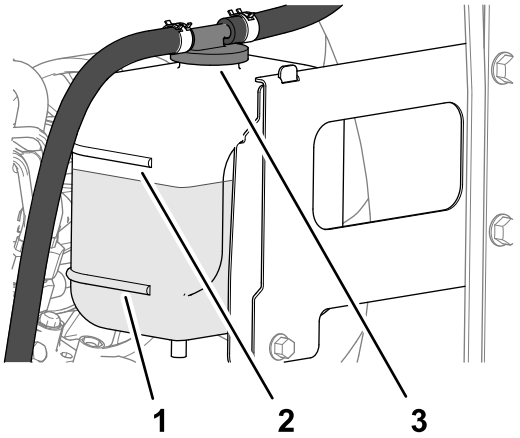

**Figuur 111**
3. Controleer het koelvloeistofpeil in de expansietank (Figuur 111).